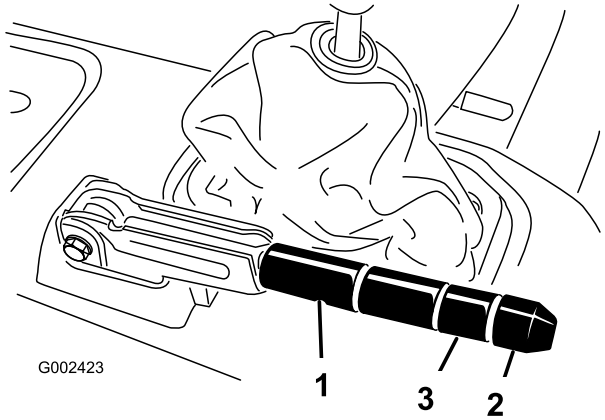

Figur 63
2. Løsne setteskruen som festen knotten til parkeringsbremsespaken (Figur 63).